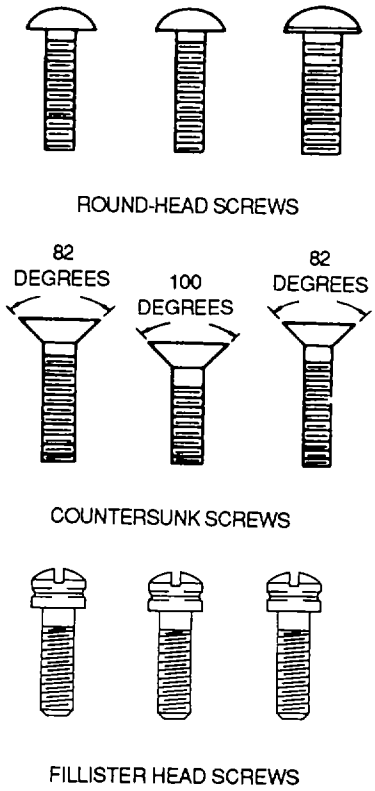

Figure 2-38. Machine Screws
(2) *Countersunk screws.* The MS35190, MS51959, and MS35199, MS35203, MS51960 countersunk screws correspond to round-head screws, MS35206, MS35214, MS35218, MS51957, and MS35207, MS35215, MS35219, MS51958, in material and application. The countersunk type, as shown in figure 2-38, is a low carbon steel screw.